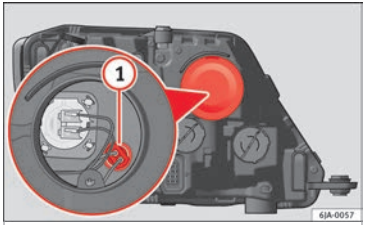

Fig. 144 Changing side light bulbs.
– Remove the protective cover ››› **Fig. 144**.
– Remove the bulb holder ››› **Fig. 144** (1) by pulling it outwards.